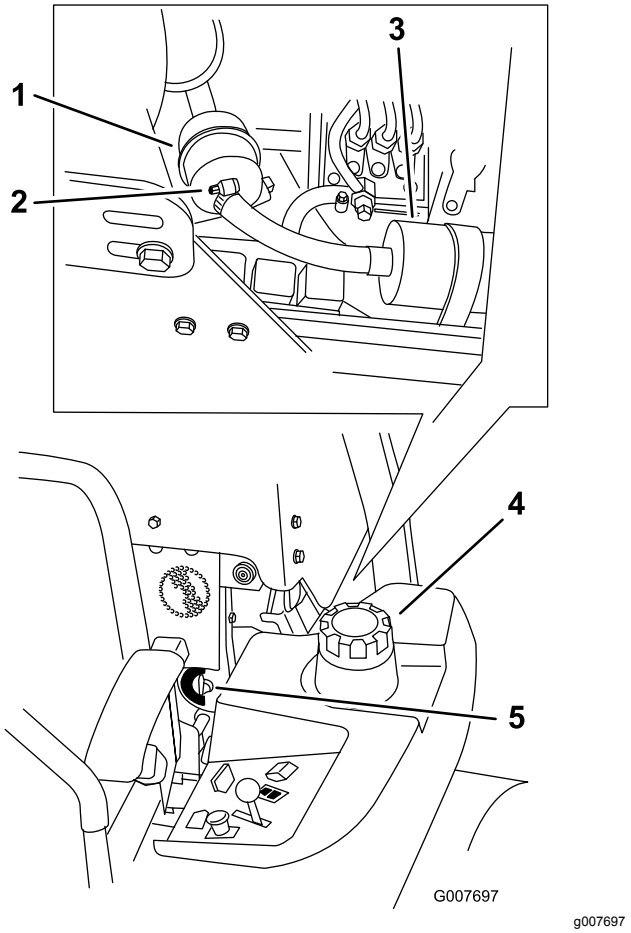

Figur 72
4. Åpne drivstoffventilen (Figur 72).
5. Løsne de to slangeklemmene og koble fra drivstoffslangene fra toppen av filteret (Figur 72).
6. Sett inn et nytt filter. Koble drivstoffslangene til drivstoffilteret og monter de to slangeklemmene (Figur 72).